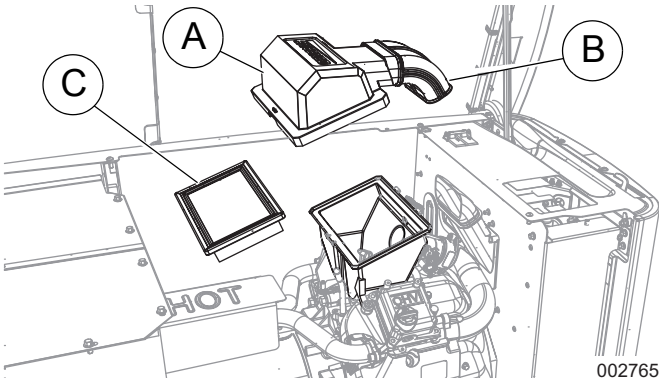

Figura 6. Extracción de la cubierta de la caja aire (11 a 22 kW)
1. Vea la *Figura 6*. Retire la cubierta de la caja de aire (A), codo de admisión (B) y filtro de aire (C).